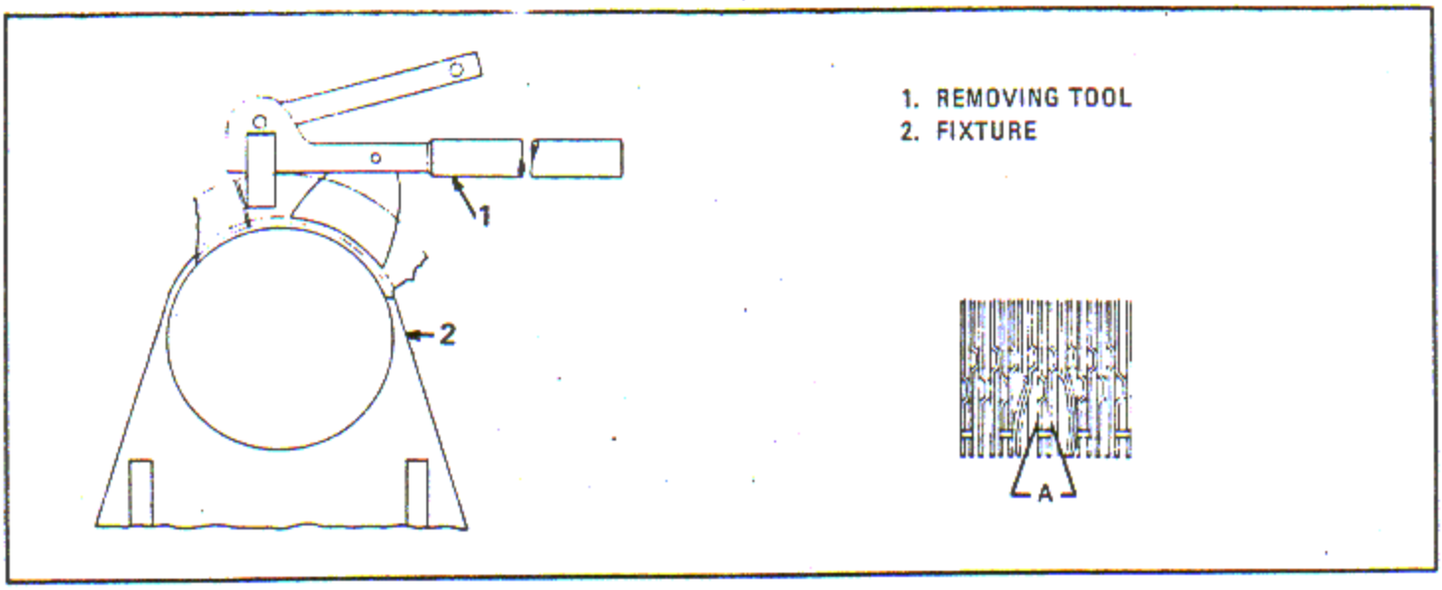

Figure 6-134. Removing Damaged Cylinder Barrel Fin
a. Place the cylinder on fixture (2, figure 6-134) as shown.
c. Insert the flat swivel fulcrum of removing tool (1) between the blades of the fin to be removed. Grip the end of one fin blade with the plier jaws of the removing tool.